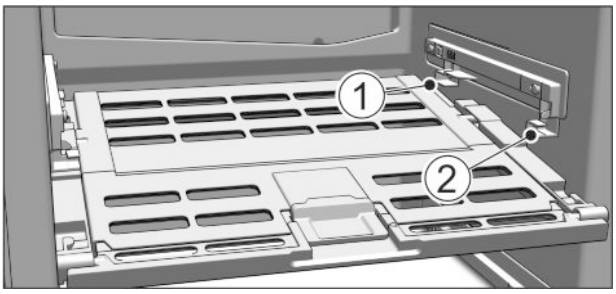

Fig. 62
- ▶ Replacing the Fruit & Vegetable safe cover: Guide the ridges on the cover into the rear brackets *Fig. 62 (1)* and click it into the front bracket *Fig. 62 (2)*.